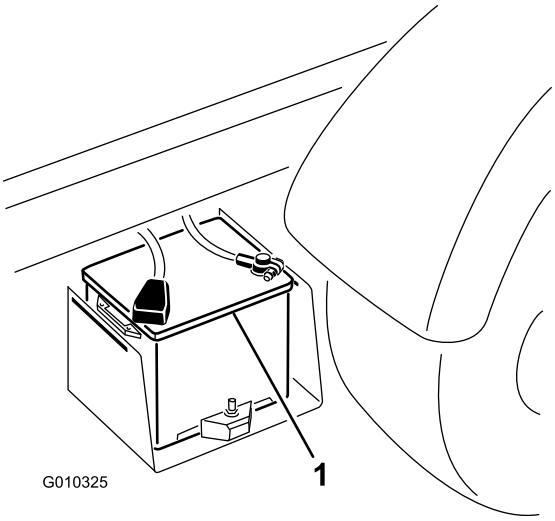

**Figur 50**
2. Koble de to batterienes positive poler til hverandre med en startkabel (Figur 50). Positive poler kan være markert med et "+"-tegn øverst på batteridekslet.